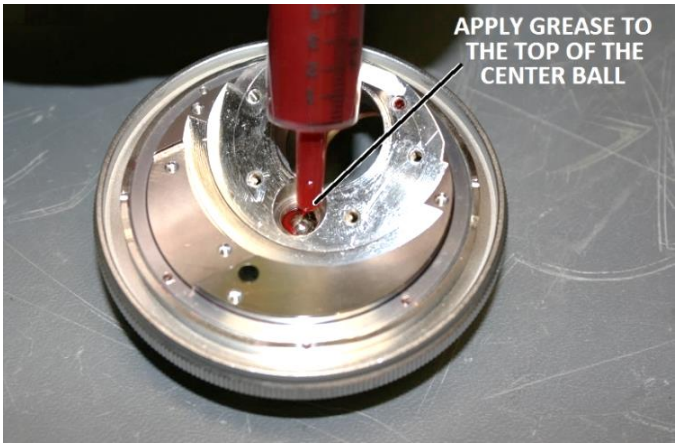

Figure 30 – Apply grease to the top of the bearing ball
Apply a small amount of grease (item 6 of **Appendix 1**) onto the top of the ¼" bearing ball in the center-pivot bore (see **Figure 30**).